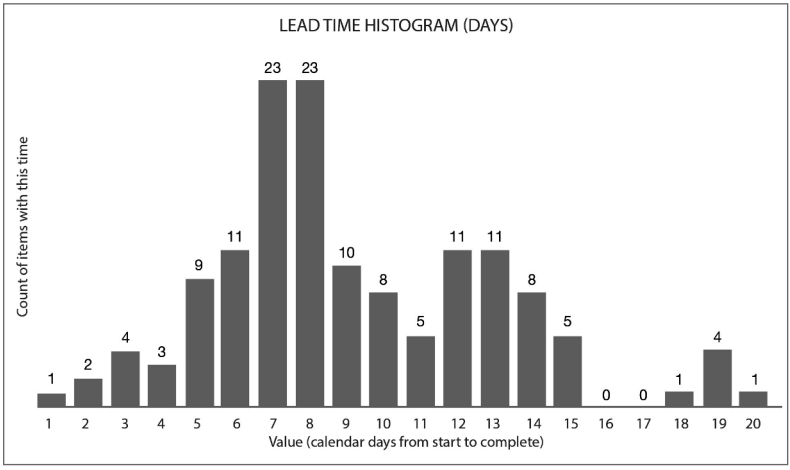

Figure 14 Lead Time distribution histogram
- **Distribution Histograms** of Lead Times and Delivery Rates (see example in Figure 14)
Distribution data is needed for effective probabilistic forecasting. Figure 14 shows an example of a Lead Time distribution histogram. Relying on a single value (like an average) for forecasting or making decisions is problematic because it hides patterns of different types of data and context. Some ranges of values will occur more often than others, and often in a Kanban process there are multiple peaks (very common values) and troughs (rarer values). The peaks commonly represent different types of work, different priority of work, or class of service promises. To improve predictability of a system delivery to customer, it is important to consider this distribution of values so that the right range is chosen for the work type or class of service you are analyzing.